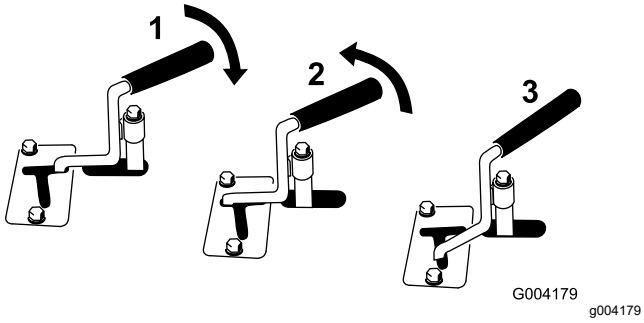

Figuur 12
- Om een hydraulisch werktuig vooruit te bedienen, draait u de hendel voor hulphydrauliek naar achteren en trekt u deze omlaag naar de referentiestang (Figuur 12, nummer 1).
- Om een hydraulisch werktuig achteruit te bedienen, draait u de hendel voor hulphydrauliek naar achteren en beweegt u deze daarna naar links in de bovenste sleuf (Figuur 12, nummer 2).
Opmerking: Als u de hendel loslaat terwijl deze in de stand VOORUIT staat, keert de hendel automatisch terug naar de stand NEUTRAAL (Figuur 12, nummer 3). Als de hendel in de stand ACHTERUIT staat, blijft dit zo tot u de hendel uit de sleuf trekt.